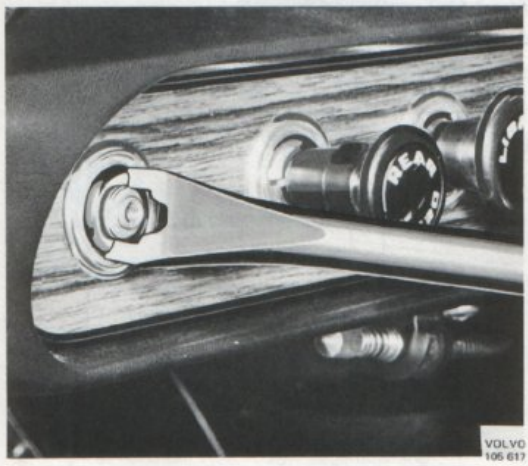

Bild 158. Borttagning av strömställare
1. Ta bort strömställarens knopp, mutter samt täckbricka jfr bild 158.